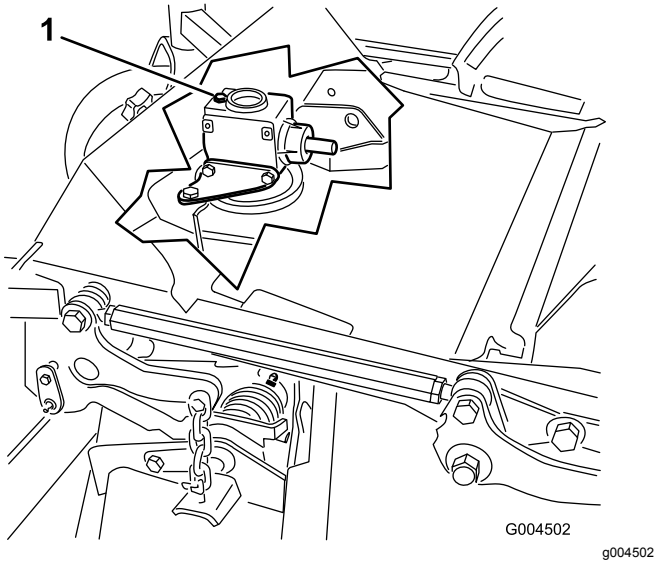

Bild 30
6. Nehmen Sie den Ölpeilstab bzw. die Füllschraube oben am Getriebe ab und stellen Sie sicher, dass das Öl zwischen den Markierungen am Peilstab liegt (Bild 30).
6. Nehmen Sie den Peilstab bzw. die Füllschraube von der Oberseite des Getriebes ab (Bild 30).